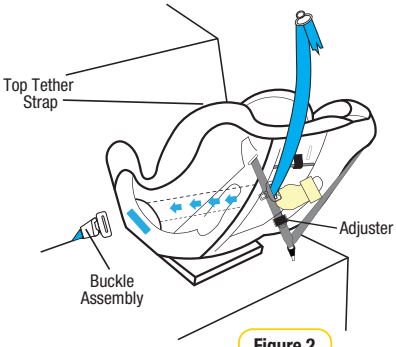

Figure 2
**Step 3:** Feed the adult lap or lap sash belt through the belt path opening (Figure 2 & 3).